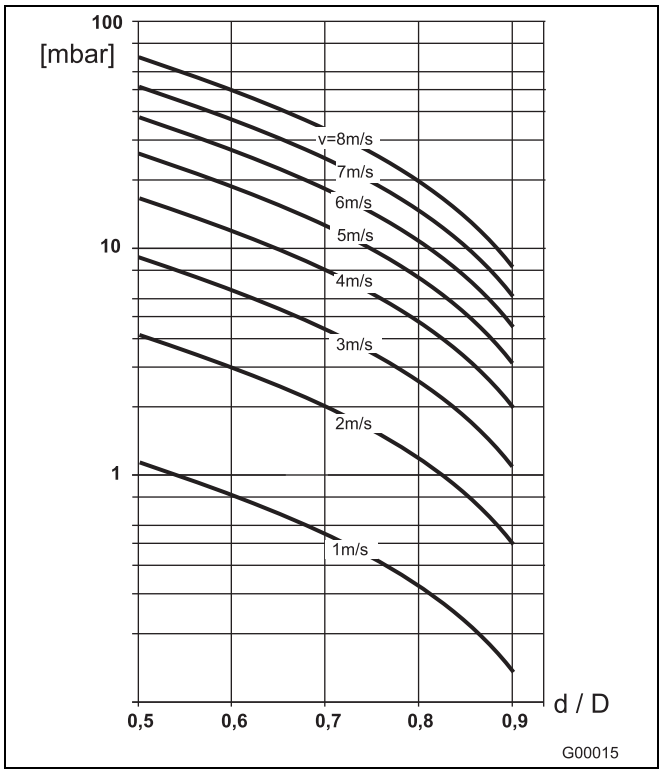

Fig. 20
2. Relevez la vitesse d'écoulement sur le nomogramme des débits (Fig. 20).
3. Lisez la perte de pression sur l'axe Y de la Fig. 20.